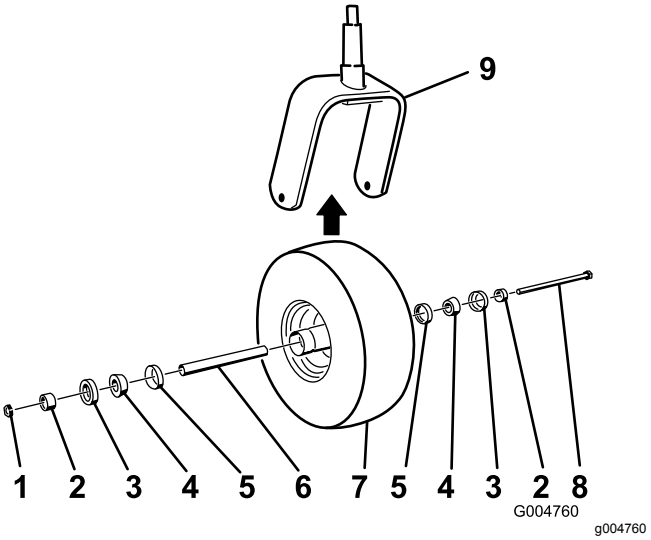

Rysunek 41
2. Zdejmij nakrętkę zabezpieczającą ze śruby (Rysunek 41).
5. Zamontuj koło samonastawne, wciskając łożyska stożkowe i uszczelki wypełnione smarem do piasty koła ustawionej w sposób pokazany na Rysunek 41.